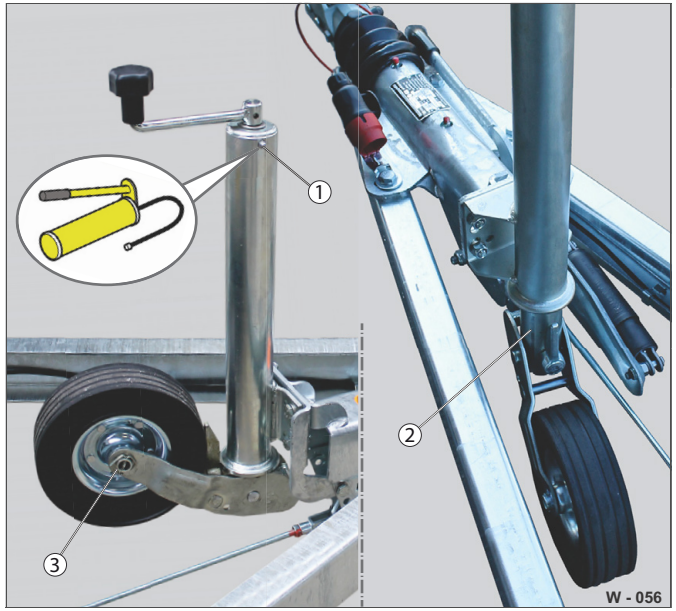

Abb. 45 Automatická podpěrná kola: Mazací místa
- ▶ Překontrolujte deformaci ložiska a kola (Abb. 45/3).
- ▶ Namažte podpěrné kolo pomocí mazacího lisu na maznici (Abb. 45/1).
- ▶ Namažte kluzné místo (Abb. 45/2).